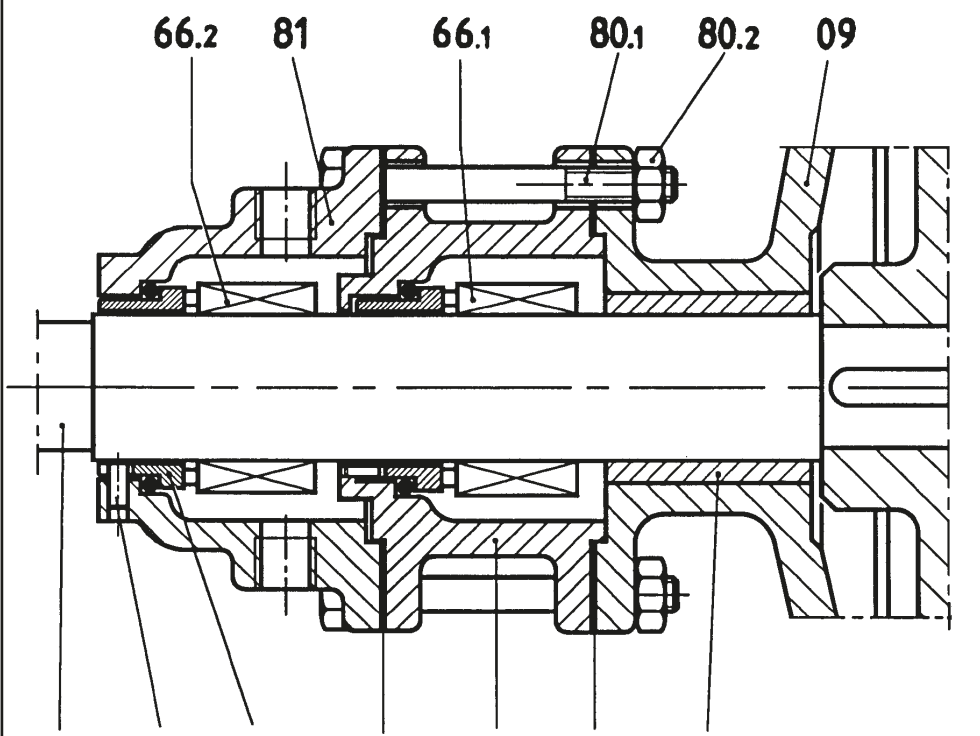
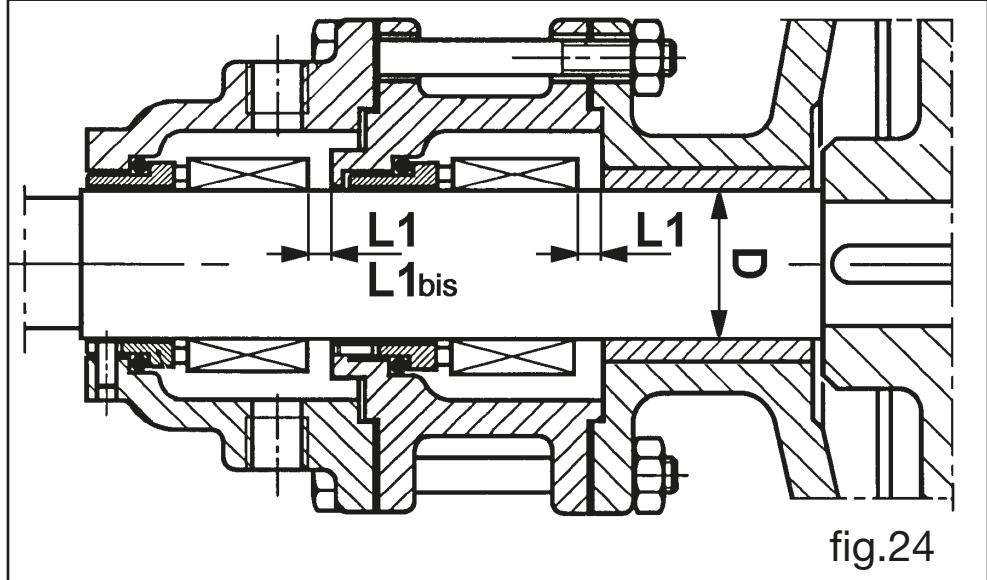

fig.23
fig.24
12.6 Extracción de la junta estanca mecánica doble ST7 (fig. 23)
- ☐ Introducir la abrazadera-soporte (09).
N.B. La tabla indica el diámetro D del árbol y la distancia L1 entre la junta estanca (66.1) y la brida-soporte (09) no bloqueada sino apoyada en el reverso del rotor (fig. 24)**.**
- ☐ Montar el puntajunta estanca en la brida-soporte y repetir las operaciones precedentes con la junta estanca (66.2) y el porta-junta estanca (81).
- ☐ Montar la abrazadera externa de regulación (14) y bloquear el porta-junta estanca.